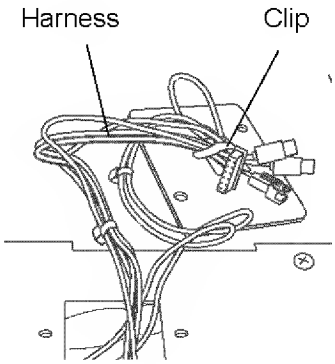

Fig. 22
2. Release the harnesses from the clip fixed to the back side of the top cover. [Fig. 22]